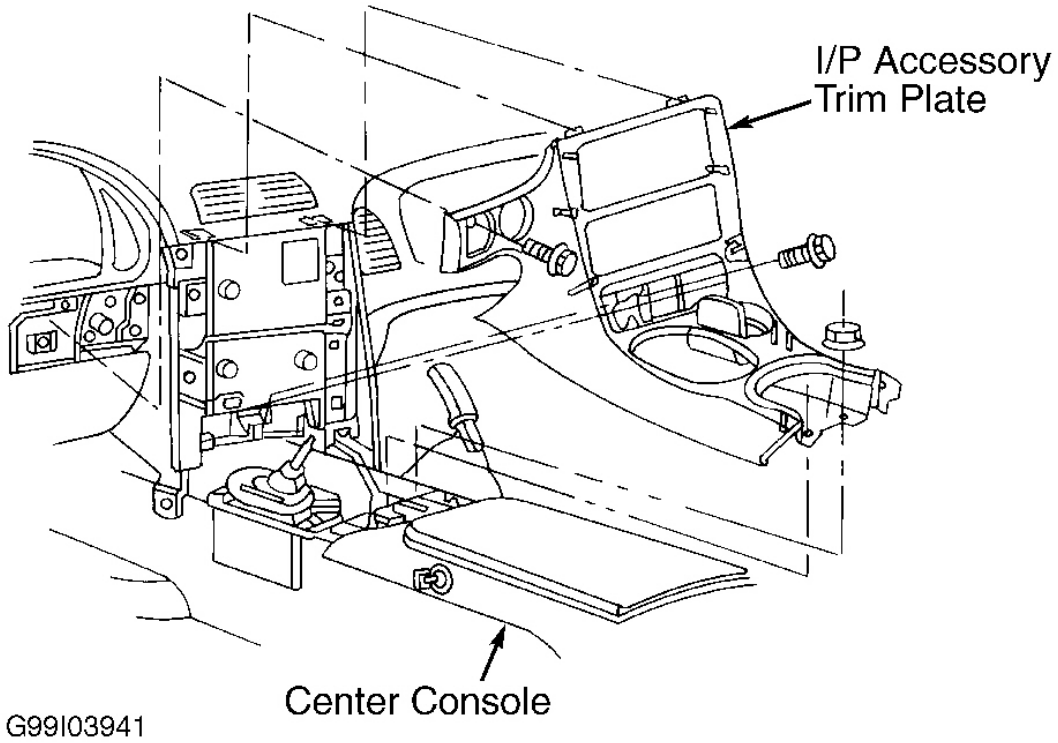

Fig. 26: Removing Instrument Panel Accessory Trim Plate
3. On M/T models, rotate shift control boot until one end is down in shifter opening in trim plate. On all models, remove instrument panel accessory trim plate. See **Fig. 26** .